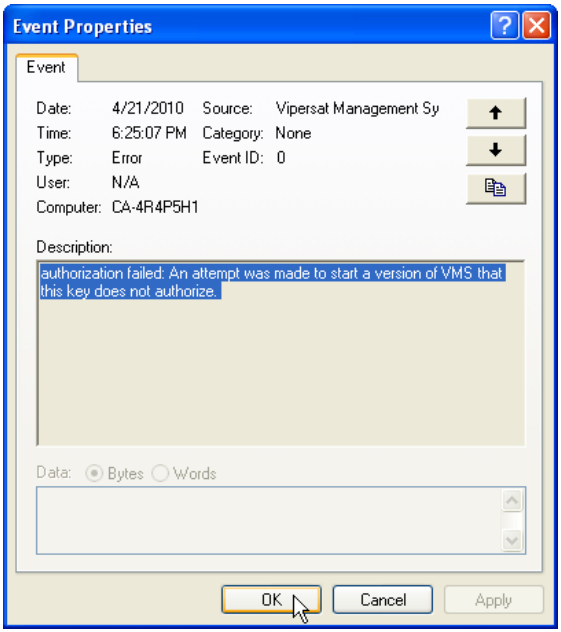

Figure 2-36 Event Properties window
3. Double-click the event to open the **Properties** dialog (figure 2-36).